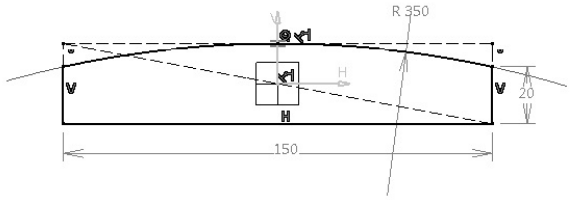

Figure 6-105 *Sketch of the base feature*
a. Create the base feature of the model by extruding the sketch drawn on the zx plane, equally on both sides of the sketch plane, refer to Figures 6-105 and 6-107.
2. Draw the sketch of the base feature, as shown in Figure 6-105, and exit the **Sketcher** workbench.